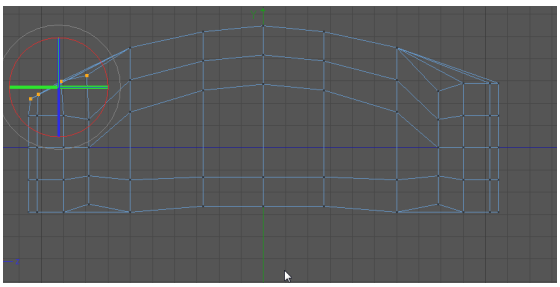

Figure 3-31 *Rotating the selected points of Computer mouse*
21. Invoke the **Rotate** tool from the Command Palette and rotate the selected points along the YZ axis in the Right viewport, as shown in Figure 3-31.